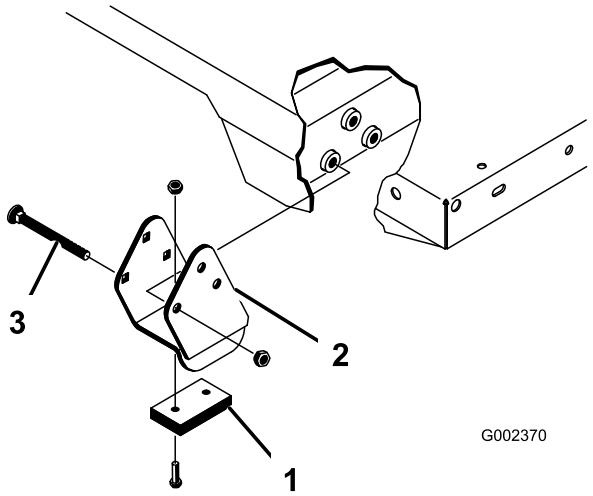

Figur 34
Bemærk: Sørg for, at afstandsstykkets beslag og slidblokkene (Figur 34) er montere med bræddeboltene hoveder placeret inden i maskinen.
bageste stelkanal. Monter 2 gaffelbolte og ringstifter (Figur 34).
3. Sørg for, at ladet er sænket, og fastgør hver cylinderstangsende til de relevante riller på ladmonteringspladerne med en gaffelbolt og en ringstift. Sæt gaffelbolten på fra ladets yderside med ringstiften udad (Figur 34). De bageste riller er til montering af fuldt lad, og de forreste riller er til montering af 2/3-lad.